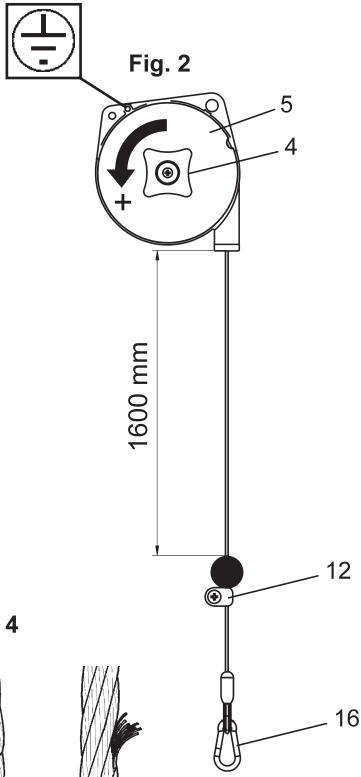
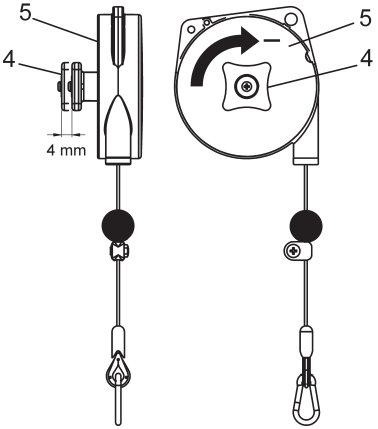

Fig. 2
Fig. 3
Para que a equilibrador possa equilibrar cargas mais elevadas dentro da capacidade de carga admissível, rodar o manípulo (4) (Fig.2) (no sentido contrário ao dos ponteiros do relógio, identificado pelo sinal "+", a regulação não é contínua, mas por etapas), após cada etapa o manípulo (4) deve voltar a entrar em contacto com a placa (5) (Fig.2). Para cargas mais leves, puxar o manípulo (4) e, segurando-o firmemente, rodá-lo no sentido dos ponteiros do relógio, como indicado na (Fig.3) após cada clique, o manípulo deve voltar a entrar em contacto com a placa (5) (Fig.3).
A carga a pesar deve estar pendurada no mosquetão (16) (Fig.2). Certificar-se de que o mosquetão está fechado após a aplicação da carga.
Se necessário, deslocar e bloquear o grampo (12) (Fig.2) para limitar o curso ascendente.
Não libertar a carga se a braçadeira (12) (Fig. 2) não estiver apoiada no grampo do cabo (POSIÇÃO VISÍVEL NA FIGURA 2).